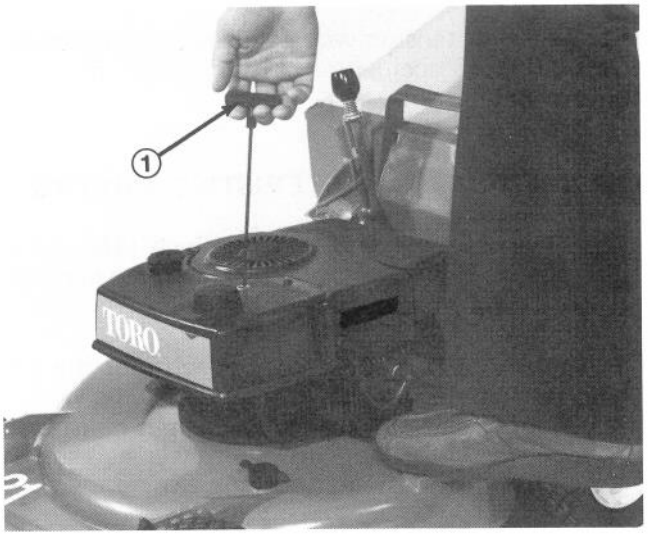
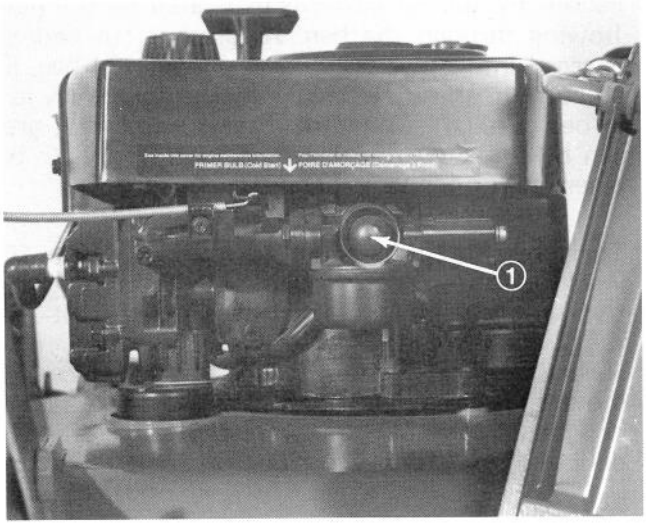

Figure 13
Figure 14
3. Place foot on step at left side of mower housing (Fig. 13) and keep other foot from beneath the housing. Pull fingertip starter handle up until positive engagement results, and pull handle quickly to start the engine. Regulate throttle as desired. Since the carburetor has a prime well that supplies an extra-rich charge of gasoline for starting the engine, wait about 10 seconds after pulling the starter handle two or three times. If 10 seconds does not elapse between attempted starts, the prime well will not refill and the engine may not start. Also, there is a primer bulb to assist starting in colder – below 50° F (10° C) temperature. Below 50° F (10° C), push primer once (Fig. 14) and continue normal starting procedures. Do not pull starter rope to its limit or let go of the handle when rope is pulled out because starter mechanism or rope may break.